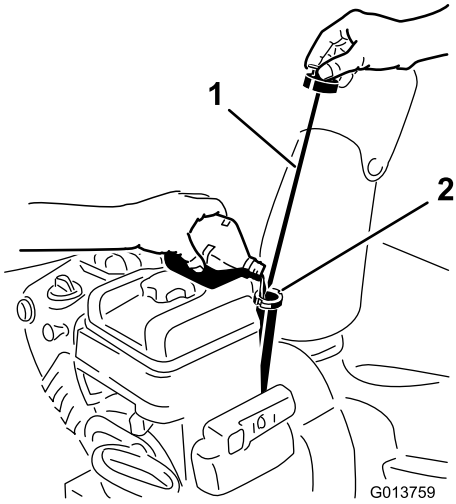

Figur 13
2. Rengjør rundt peilestaven (Figur 13).